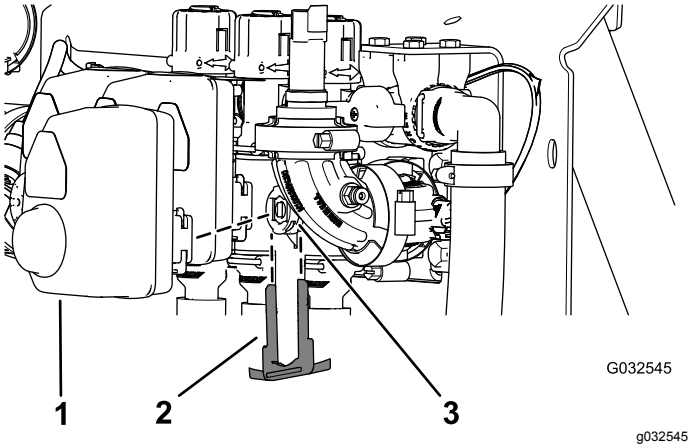

Рисунок 105
2. Снимите держатель, который крепит привод к коллекторному клапану секции или клапану перемешивания (Рисунок 105).